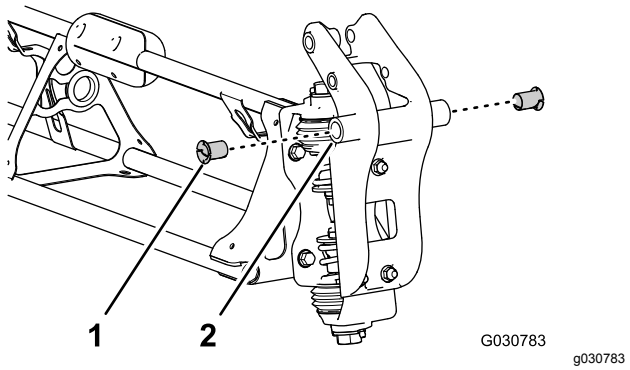

Figuur 120
2. Steek een nylon flenslager in de openingen van 31,8 mm aan weerszijden van de draaifitting (Figuur 120).